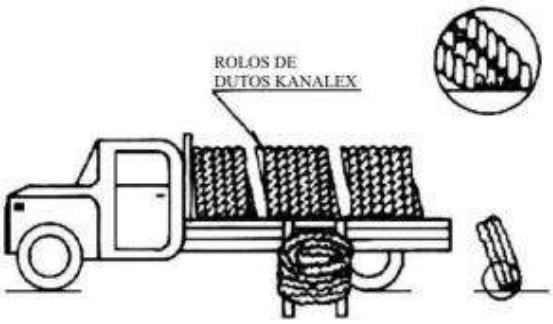

Figura 49
a) Transporte / Manuseio Durante o transporte e manuseio dos dutos e acessórios, deve-se evitar que ocorram choques, atritos ou contatos com elementos que possam comprometer a integridade dos mesmos, tais como: objetos metálicos ou pontiagudos com arestas vivas, pedras etc. O descarregamento deverá ser efetuado cuidadosamente, não devendo permitir que os dutos sejam lançados diretamente ao solo, a fim de evitar a concentração de cargas num único ponto. Sugerimos a utilização de duas pranchas paralelas, como mostra a Figura 49, facilitando assim o descarregamento dos dutos.